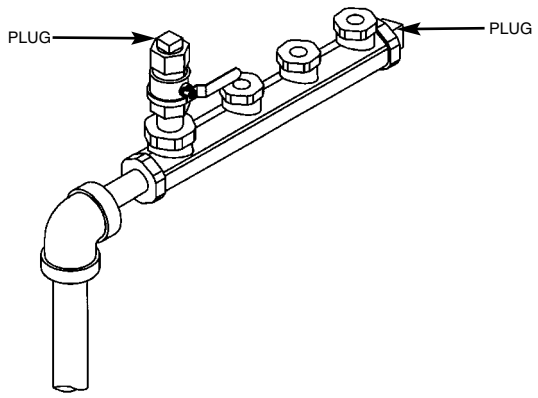

Figure 4.37
- To monitor downstream pressure, or to allow for future service additions, leave one port available (with a plug, or a valve end plug installed) in the multiport manifold (See Figure 4.37).